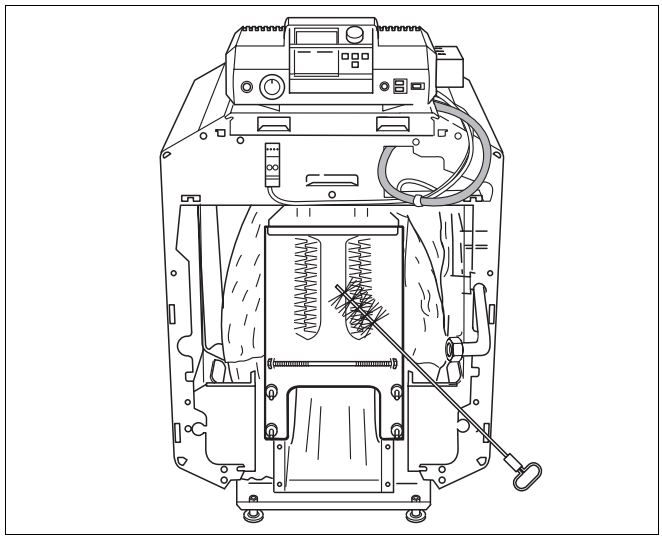

Rys. 43 Czyszczenie szczotkami
- Przeczyścić w poziomie przy pomocy szczotki kanały przepływu spalin, zaczynając od góry (rys. 43).